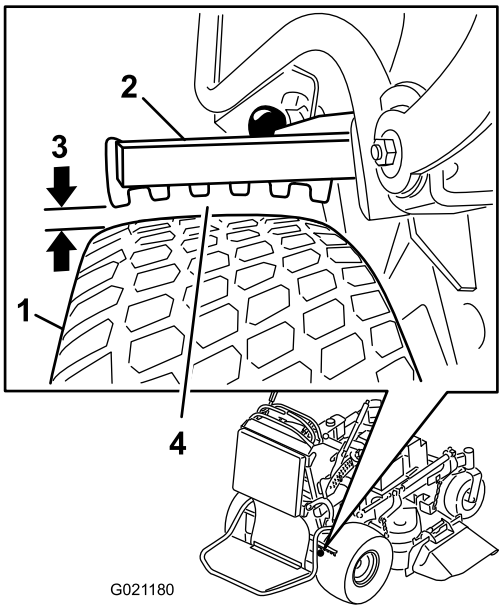

Figur 62
6. Tag udgangspunkt i den side med mindst afstand, og sørg for, at afstanden er mellem 3 og 6 mm som vist i Figur 62. Se Justering af bremserne (side 46), når justering bliver nødvendig.
5. Juster gaflen (Figur 62).